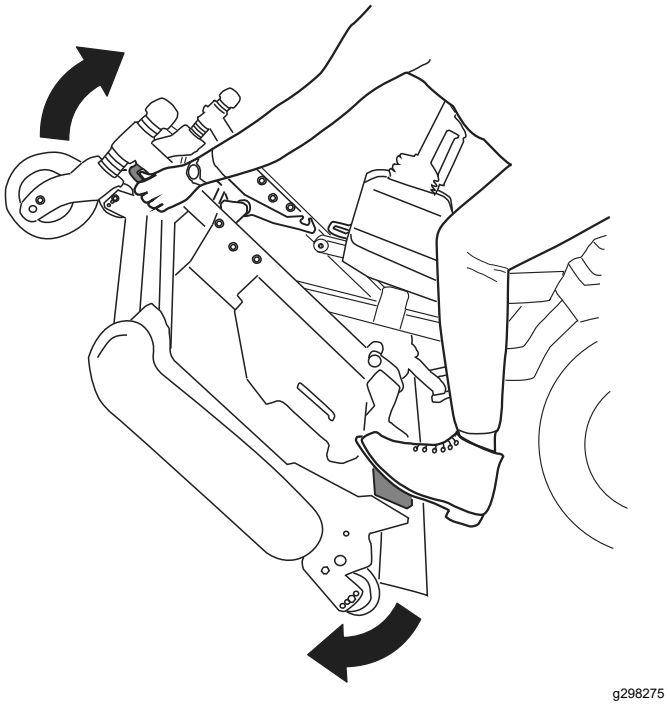
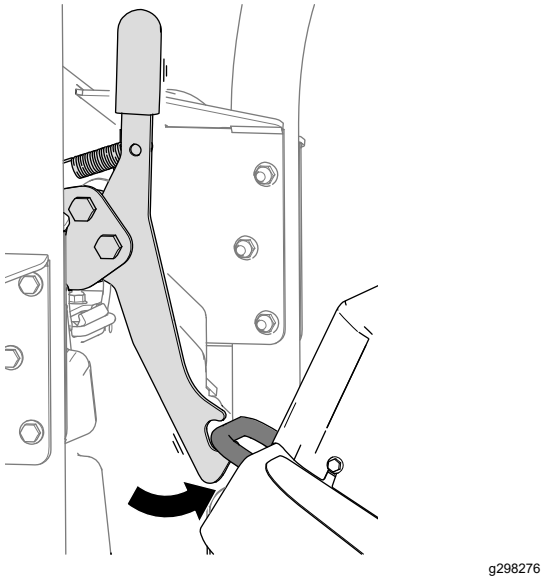
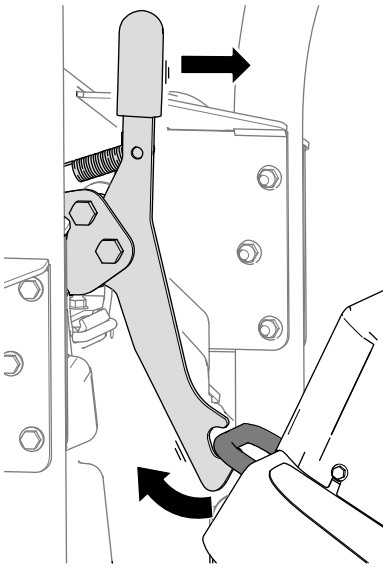

Figuur 36
Figuur 37
Figuur 38
5. Draai de maai-eenheid (Figuur 36) zodat de vergrendeling vastklikt met de bevestigingsbeugel (Figuur 37).
1. Zet de vergrendeling van de maai-eenheid vrij van de bevestigingsbeugel (Figuur 38) door de maai-eenheid lichtjes een beetje naar voren te draaien (zie Figuur 36) en de vergrendelhandgreep naar voren te trekken.